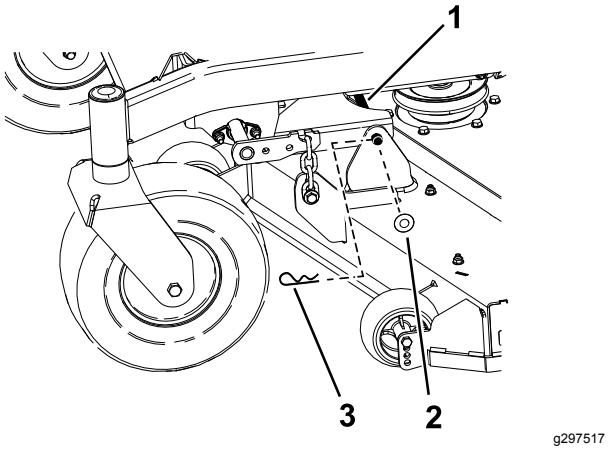

Figur 75
6. Fjern hårnålssplinten og skiven som sikrer leddtappen til rammen og klippeenheten, og fjern leddstangen (Figur 75).
9. Fest leddtappen med hårnålssplintene og skivene du fjernet tidligere (Figur 75).